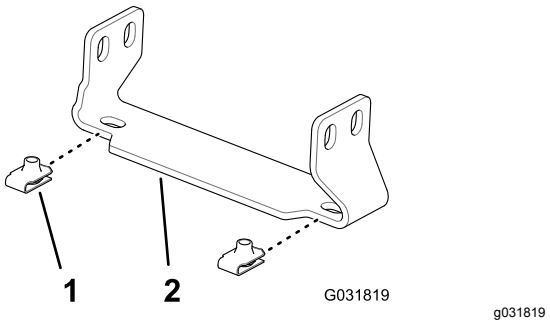

Figur 235
1. Monter de fire klipsmutrene som du fjernet i trinn 6 av 10 Fjerne dekselet til midtre seksjon (11-dyse) på det valgfrie tildekkede bomsettet (side 22) på to av støttebrakettene til det midtre seksjonsdekselet (Toro-delenr. 131-3703-03), som vist i (Figur 235).
2. Monter de fire klipsmutterne (Toro-delenr. 94-2413) på de to støttebrakettene på det midtre seksjonsdekslet (Toro-delenr. 131-3703-03), som vist i Figur 235.